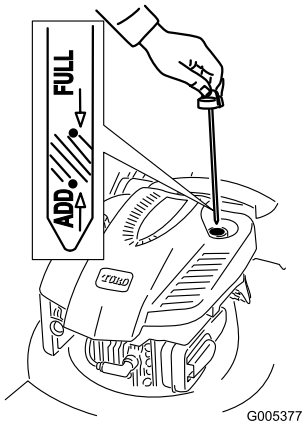

Figuur 8
1. Verwijder de peilstok (Figuur 8).
2. Giet **langzaam** olie in de vulbuis totdat het peil de **VOL**-markering op de peilstok bereikt (Figuur 8). **Niet te vol vullen.** (Maximale vulhoeveelheid: 0,59 l, type: SAE 30 reinigingsolie, met onderhoudsclassificatie SF, SG, SH, SJ, SL van het American Petroleum Institute (API) of hoger.